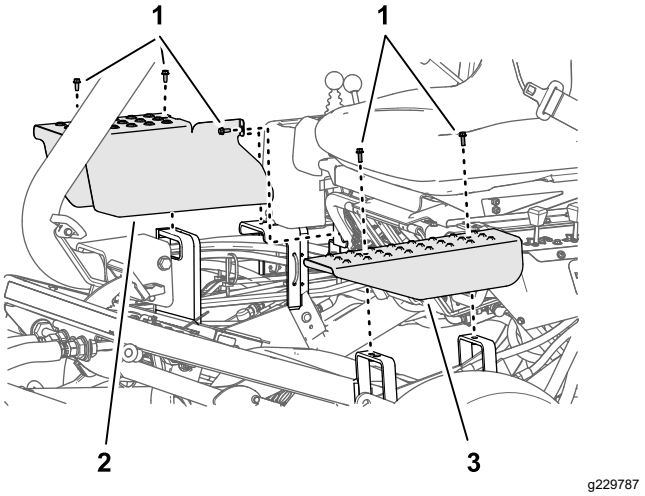

Figure 53
2. Retirez les boulons qui fixent la plaque de protection du vérin de levage que vous réglez aux supports du châssis (Figure 53).